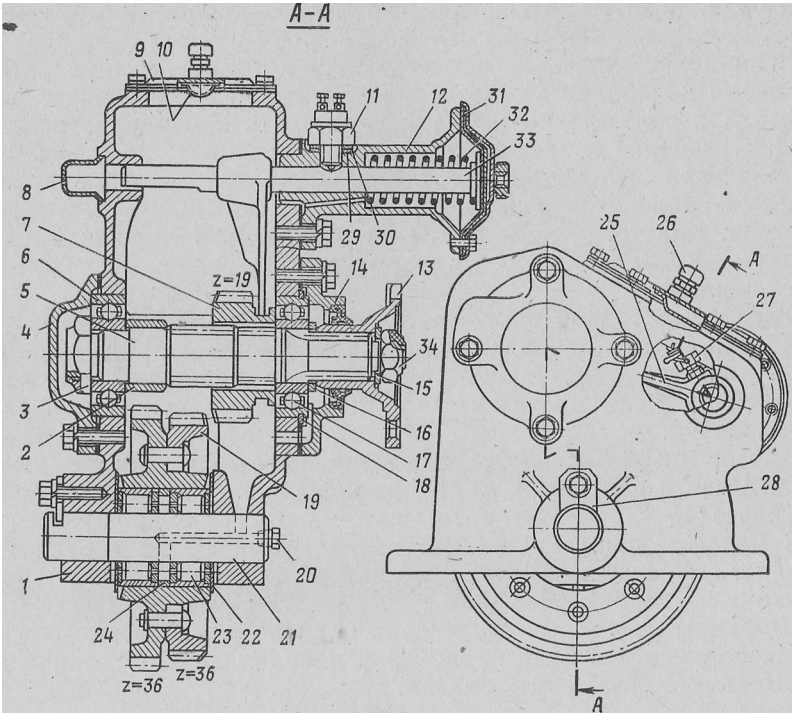

Рис. 112. Коробка отбора мощности:
Односкоростную коробку отбора мощности (рис. 112) устанавливают по особому требованию потребителя на верхний люк раздаточной коробки автомобиля ЗИЛ-131 и его модификаций. Это дает возможность отбора мощности от трансмиссии для привода различных специальных агрегатов, применяемых потребителем при использовании шасси автомобиля в качестве транспортной базы в составе различных спецустановок.
включения (см. рис. 112) и через диафрагму *31* воздействует на шток *33,* соединенный с вилкой включения КОМ-1.
2. Корпусом выключателя зажат шток включения	2. Отсоединить провода от выключателя, вывернуть выключатель, подложить регулировочную шайбу (см. рис. 112) толщиной 0,3 мм, установить выключатель на место и подсоединить провода